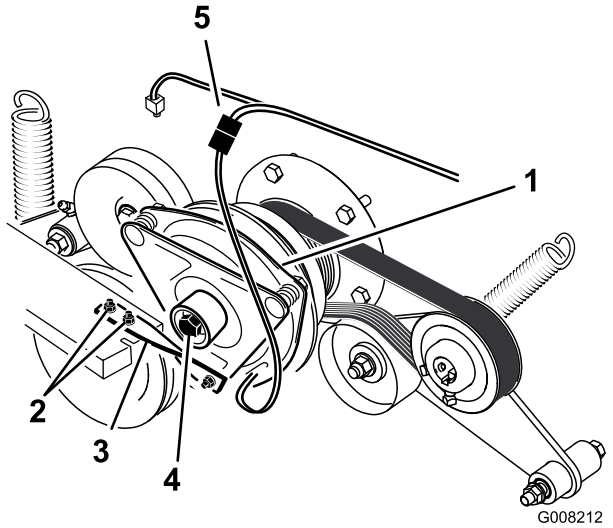

Figur 55
6. Koble fra clutchens elektriske kobling (Figur 55).
7. Fjern de to boltene som fester clutchens gummistropp til rammen på gressklipperen (Figur 55).
8. Fjern sentreringsbolten som fester clutchen til motorakselen og fjern clutchen og nøkkelen (Figur 55).
15. Hold i veivakselen bak på maskinen mens du monterer sentreringsbolten, og stram sentreringsbolten til med 68 Nm (Figur 55).
16. Monter clutchens gummistropp til rammen på gressklipperen med de to boltene og mutrene du fjernet tidligere (Figur 55).
18. Koble til clutchens elektriske kobling (Figur 55).